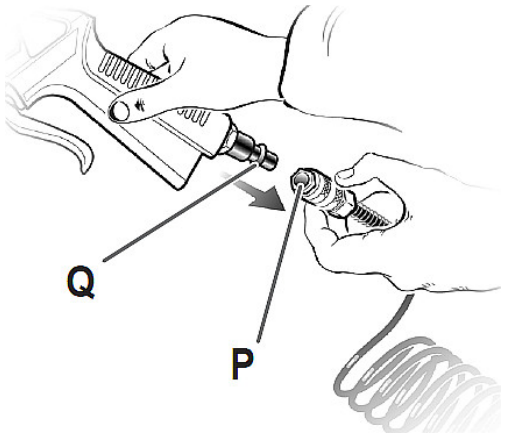

Abb. 5: Anschluss Kupplung
Das gewünschte Zubehörteil am anderen Ende (P) des Spiralschlauchs anschließen (Abb. 5): Die Kupplung (Q) des Zubehörs fest in (P) einstecken. Auch in diesem Fall muss sie hörbar einklicken.